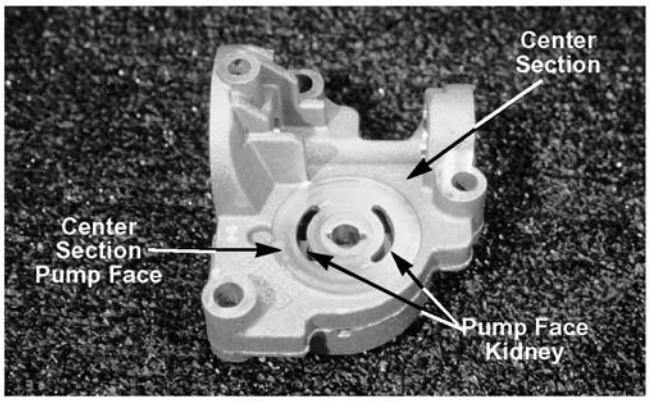

Figure 6-146
F. Pump face kidney (each kidney port has a passage through the center section to the motor face kidneys See Figure 6-146.